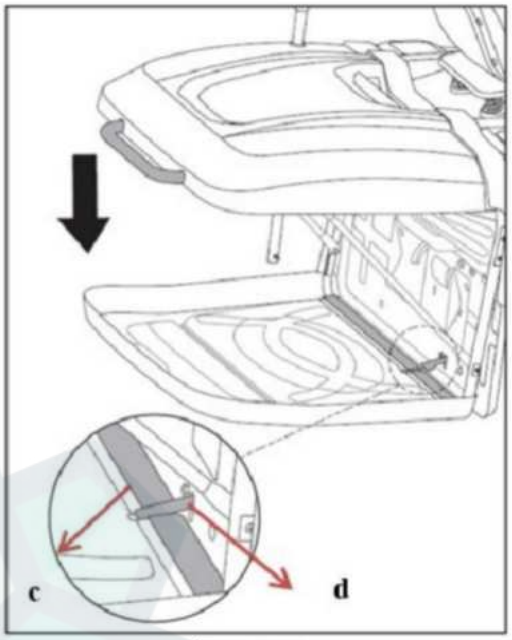

Рис. 7H
3. Надавите на заднюю рукоятку вниз, чтобы зацепить круглую трубку (c) основания травосборника за стопорную скобу (d). (Рис. 7H).